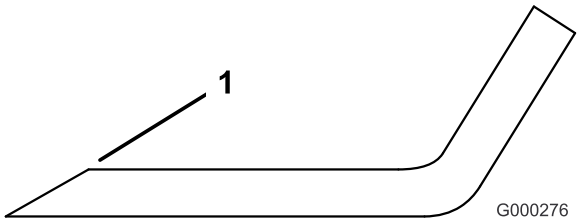

Figur 67
1. Slipa skäreggen på bägge sidor av bladet (Figur 67). Behåll ursprungsvinkeln. Kniven behåller balanseringen om samma mängd material avlägsnas från båda eggarna.